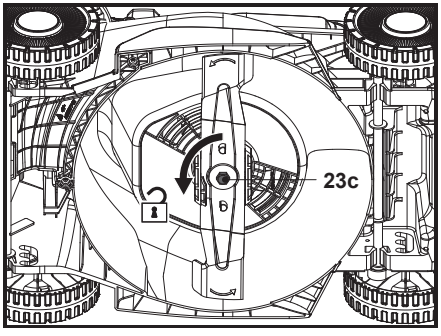

Rys. 17
1. Spód kosiarki oraz ostrze tnące (23) należy utrzymywać w czystości. Usuwać ścinki z tylnej rury wylotowej (22).
3. Ostrze tnące (23) powinno być ostre, aby zapewnić wysoką wydajność koszenia. Zużyte lub uszkodzone ostrze tnące wymienić na nowe tego samego typu lub przekazać do naostrzenia przez wykwalifikowanego specjalistę.
4. Poluzować śrubę mocującą (23c), obracając w lewo za pomocą odpowiedniego elektrycznego klucza udarowego (rozmiar nasadki 13 mm) (rys. 17) i zdjąć ją razem z płaską podkładką (23b) i ostrzem (23).